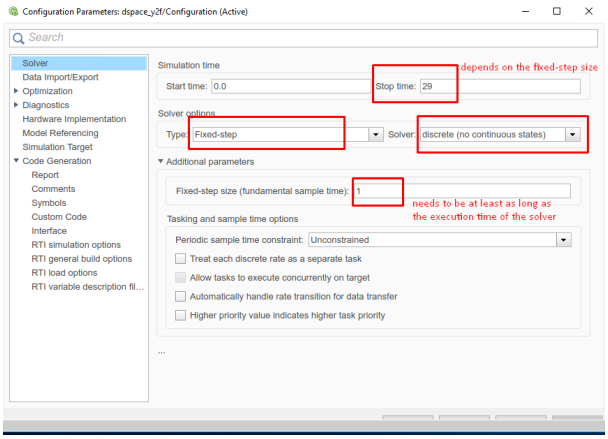

Figure 10.22: Set the Simulink solver options.
7. (Figure 10.22) In the "Solver" tab, set the options: